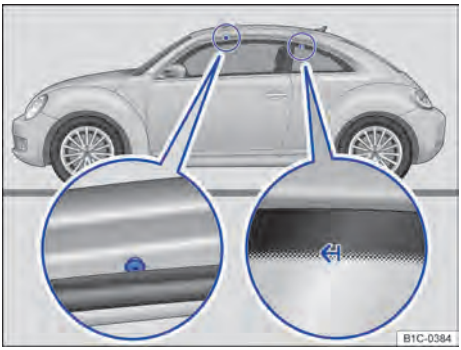

Fig. 90 Pontos de fixação dos suportes de base e bagageiro do teto.
Os suportes para fixação na frente encontram-se nos lados inferiores das vigas do teto ⇒ Fig. 90 (lupa esquerda). As marcações para fixação atrás encontram-se em cima, sobre as janelas traseiras laterais ⇒ Fig. 90 (lupa direita).
- **Fixar os suportes de base somente nas marcações indicadas na figura ⇒ Fig. 90.**